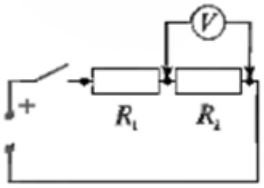

Рис. 3
2. Подключите вольтметр параллельно сопротивлению R_2 (рис. 3). Запишите показания вольтметра U_2